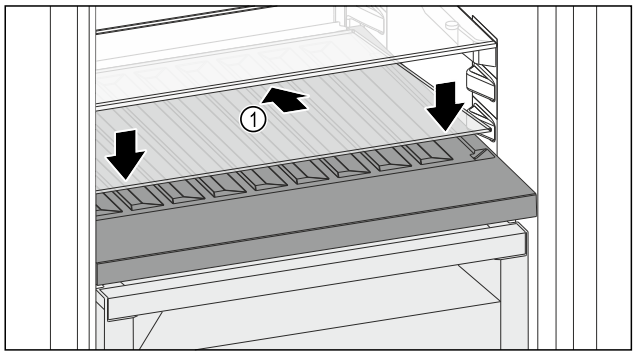

Fig. 188
▶ Pielieciet stikla plauktu *Fig. 188 (1)* slīpi un noliektu uz aizmuguri lejā.
▶ Nolaidiet stikla plaukta *Fig. 188 (1)* priekšpusi.